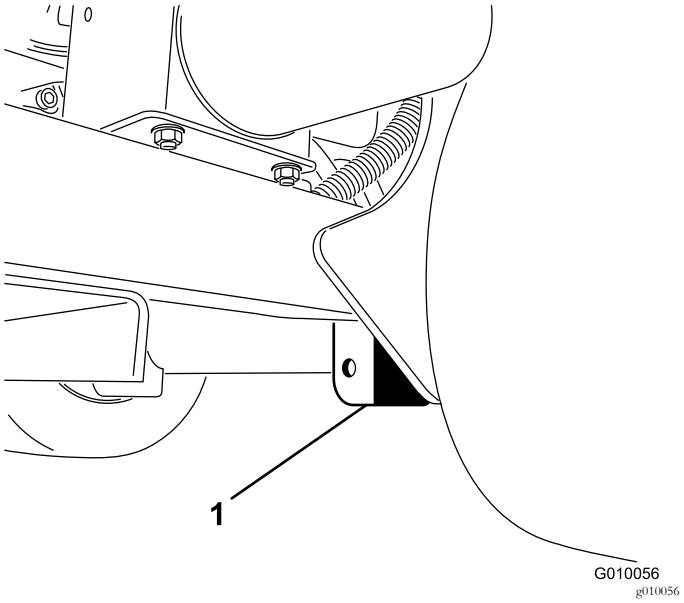

**Figur 41**
3. Plasser jekken trygt under rammeplaten, rett på innsiden av bakhjulet (Figur 41).